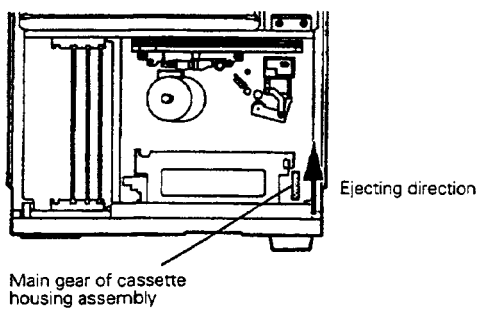

Fig. 1-5-1 Turning direction of main gear of cassette housing assembly
3. Turn the main gear of the cassette housing assembly in the direction shown by Fig. 1-5-1.